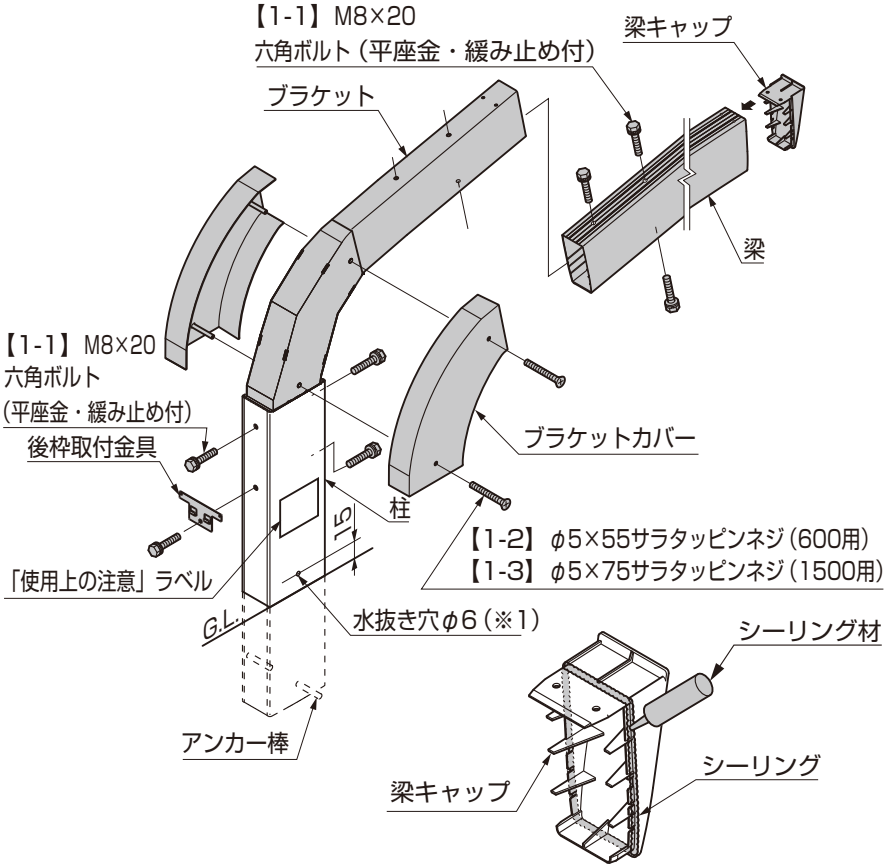

図2-1　梁キャップシーリング箇所
①柱にアンカー棒を差込んでください。
②柱にブラケットを【1-1】で取付けてください。
③梁をブラケットに【1-1】で取付けてください。
④ブラケットカバーR、ブラケットカバーLを【1-2】又は【1-3】で取付けてください。
⑤後枠取付金具を柱に【1-1】で共締めしてください。
⑥梁キャップにシーリング材を充てんして、梁に取付けてください。(図2-1参照)